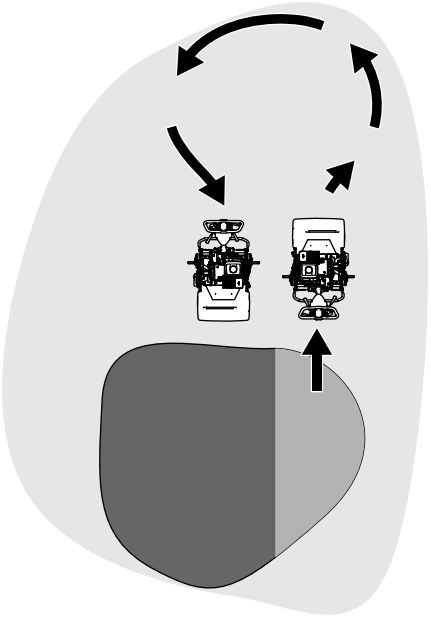

**Figure 19**
- Faites demi-tour hors du vert en soulevant le cylindre de coupe (appuyez sur le guidon) et en tournant « en goutte d'eau » sur le tambour de déplacement (Figure 19).
1. Localisez le levier d'engagement sur le boîtier de transmission (Figure 19).